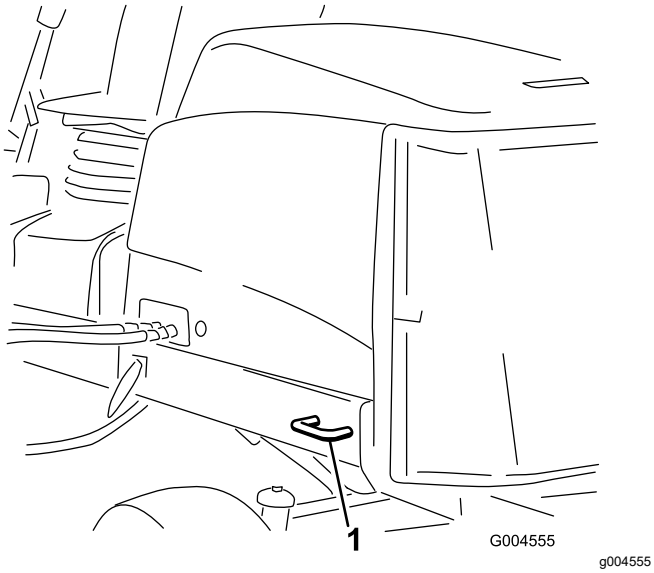

Rysunek 73
- Z tyłu — z każdej strony maszyny na tylnej ramie (Rysunek 73).